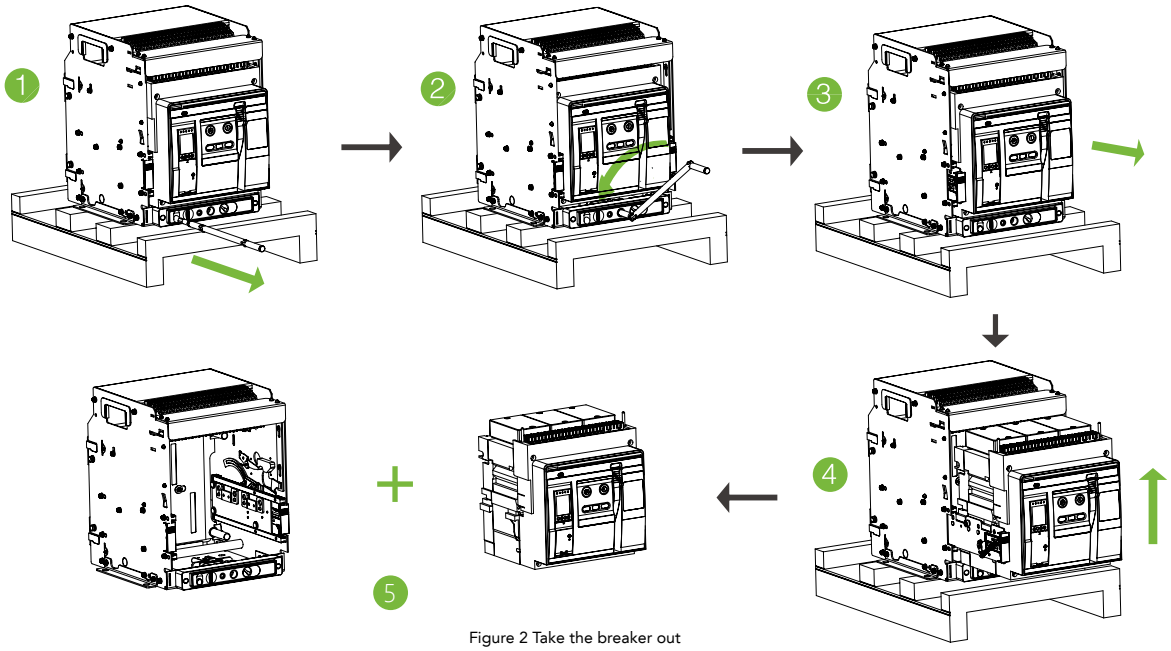

Figure 2 Take the breaker out
b. Remove the breaker from the sole plate of package. For the **Drawout type**, rotate out the breaker according to Fig. 2 after disassembling the sole plate and clean up the dirty inside the cassette.